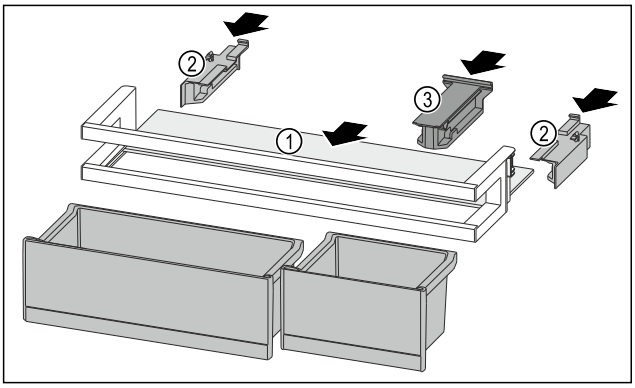

Fig. 183
▶ Împingeți în interior raftul *Fig. 183 (1)* în degajările laterale.
▶ Introduceți piesele laterale *Fig. 183 (2)*.
▶ Introduceți piesa de susținere *Fig. 183 (3)*.